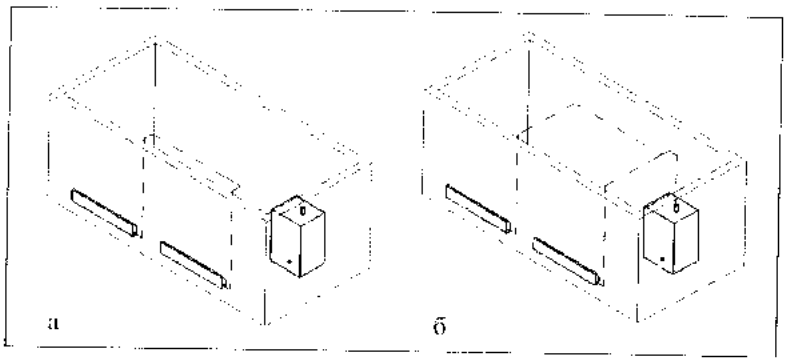

Рис. 40.3. *Создание системы*
В области чертежа будут созданы принципиальные связи между выделенными оконечными устройствами (рис. 40.3,а).
3. На ленте в разделе **System Tools** нажать кнопку **Select Equipment** (Выделить оборудование) и указать механическое устройство (тепловой насос, бойлер и др.), которое должно подавать или принимать рабочее тело (воздух, жидкость). Будет создана новая связь между центральным устройством и радиаторами (рис. 40.3,б).